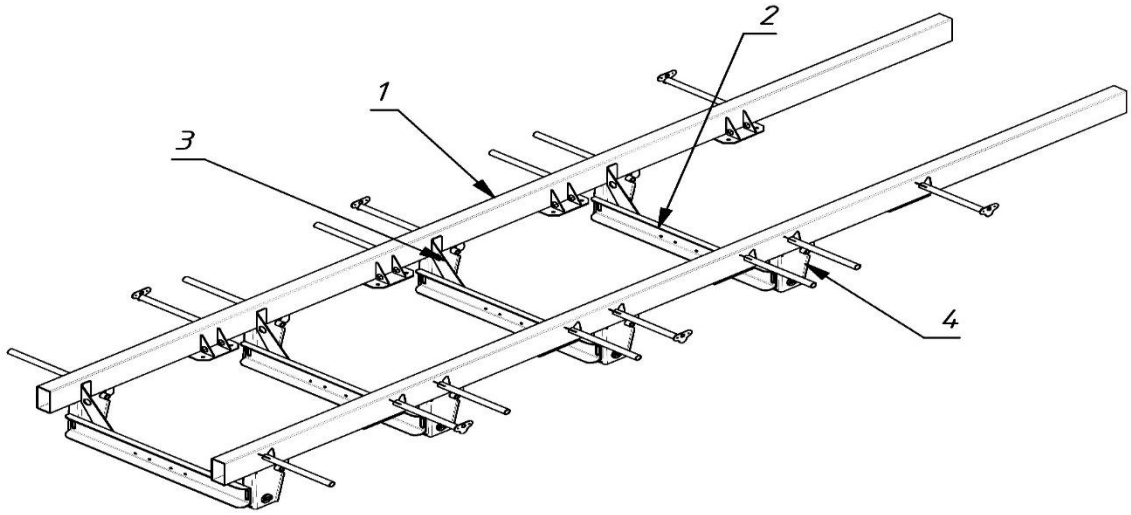

Рис. 2.4 - Рама полуприцепа
Рама полуприцепа (см. рис. 2.4) сварная состоит из двух труб прямоугольного сечения (1), на которые установлены поперечные элементы конструкции (2), усилительные кронштейны (3) и кронштейны осей тележки (4).